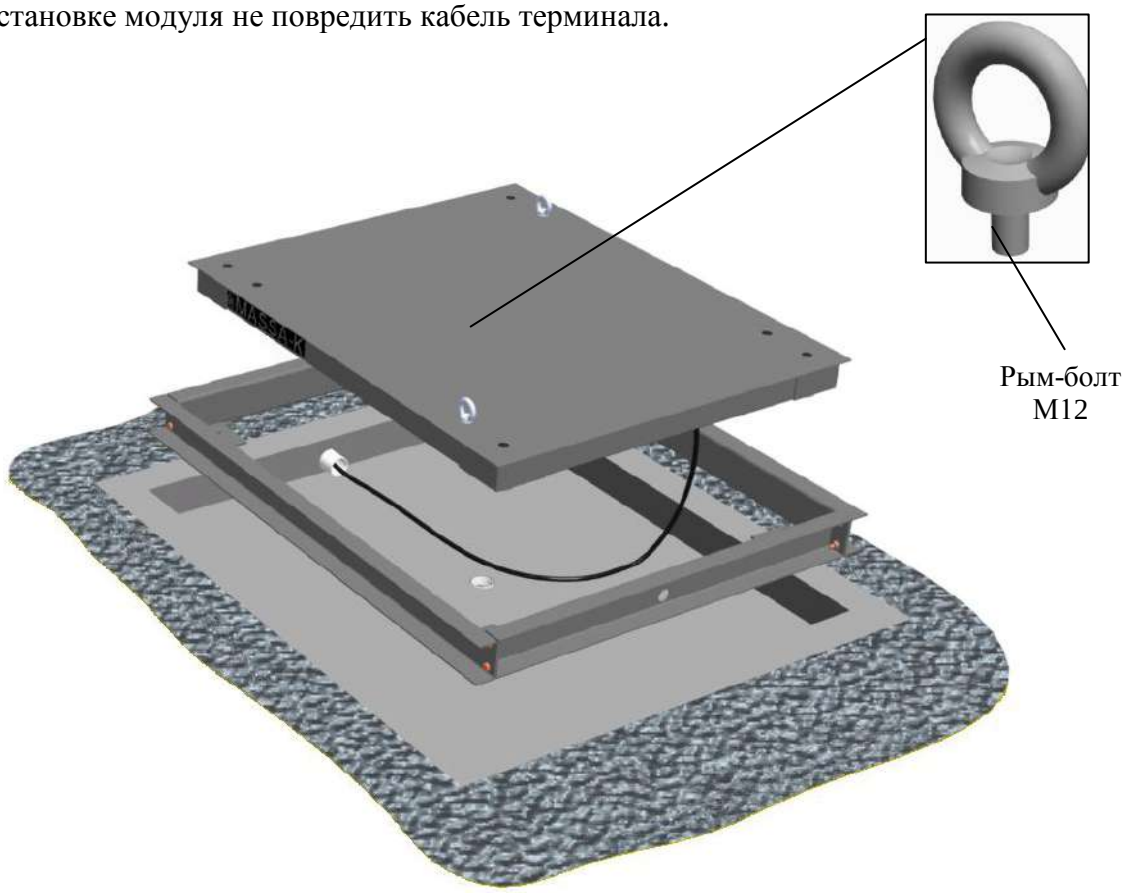

Рис.4. Установка рамы и модуля
4. Установка рамы и модуля в приямок (Рис.4)